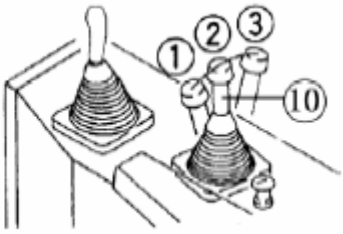

Рисунок 1-20
1.4.1.10.Рычаг управления рыхлителем (риппером)(см.рисунок 1-20)